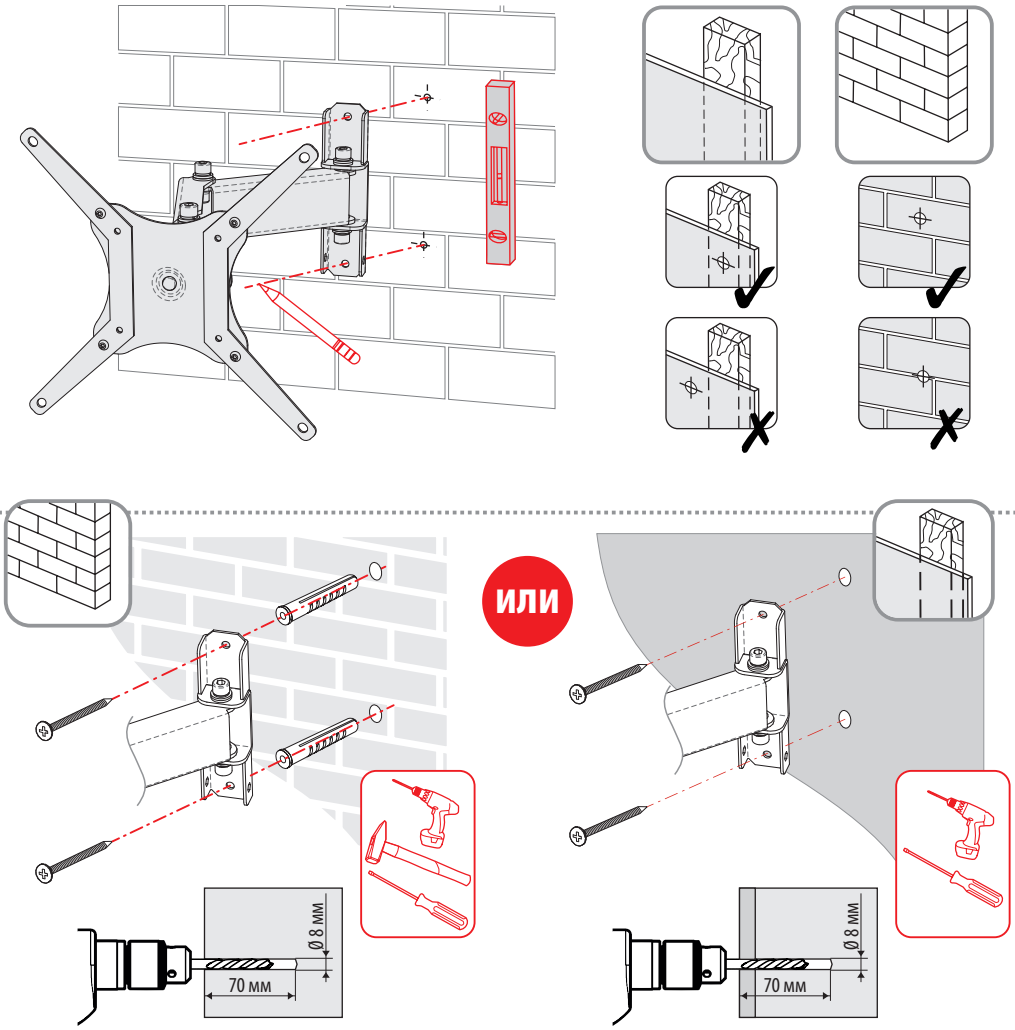

Рисунок 1. Установка кронштейна на стену
4.2. С помощью уровня и линейки (рулетки) разметьте места сверления (см. рис.1).
4.5. Установите кронштейн на стену (см. рис.1).